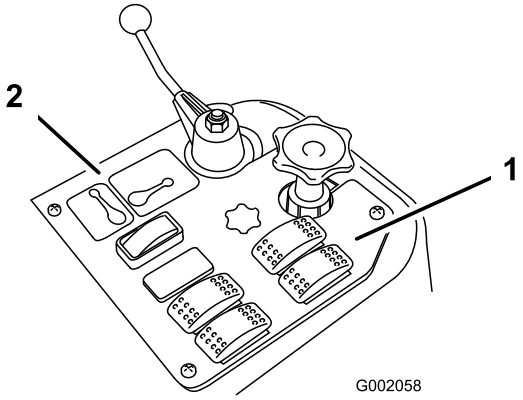
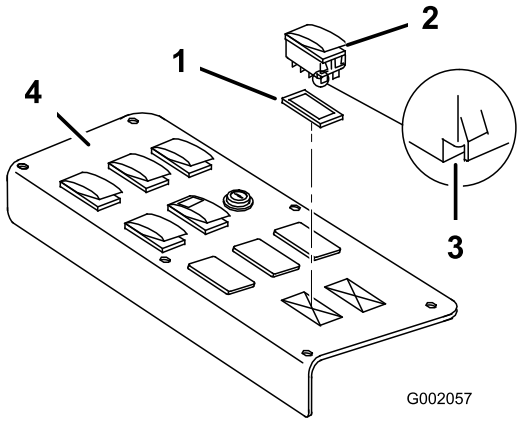

Figur 24
Figur 25
2. Lyft upp och ta bort de två pluggarna på fordonets sprutkontrollpanel och montera de två medföljande vippomkopplarna på deras platser (se Figur 24 för information om Multi Pro 1200 och Figur 25 för information om Multi Pro 1250).
Obs: Kontrollera att omkopplarna monterats i den riktning som anges i Figur 25 och låt skåran peka mot fordonets bakre del.